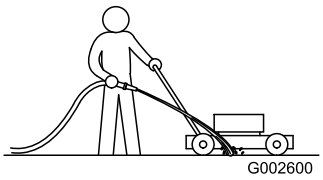

Figuur 39
1. Plaats de machine op een vlak, verhard oppervlak, laat de motor lopen en spuit een straal water voor het **rechter** achterwiel (Figuur 39).